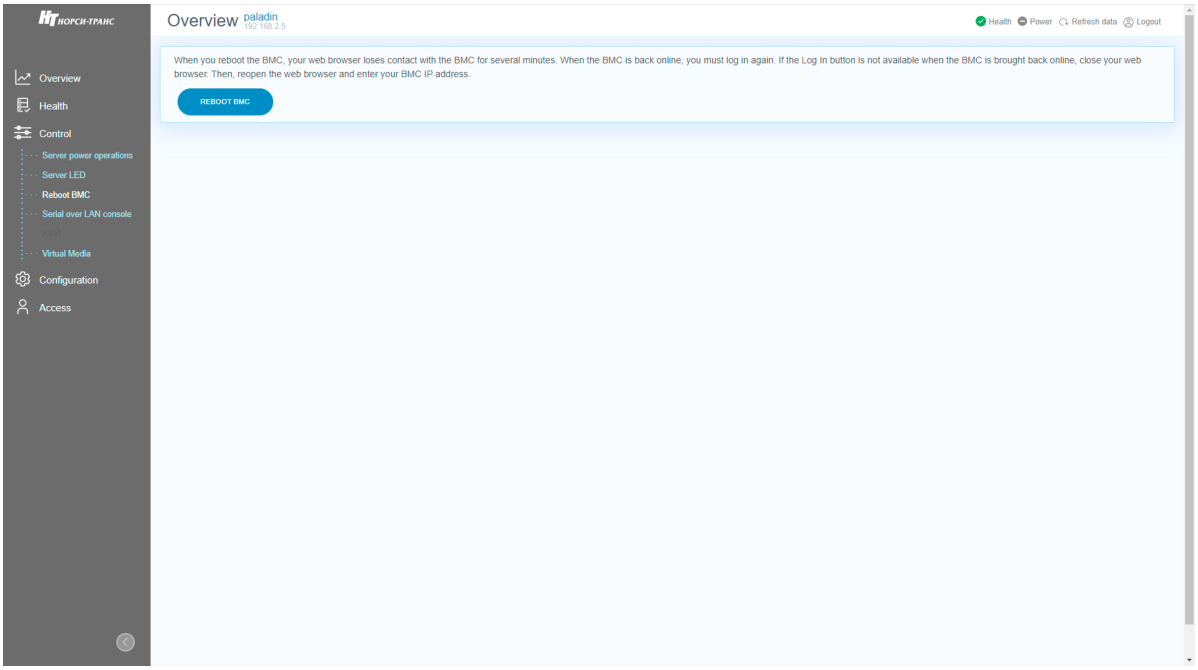

Рис. 79. Окно «Reboot BMC»
4) Пройдите во вкладку «Control» → «Reboot BMC» в данной вкладке осуществляется презагрузка BMC. Нажмите на кнопку «Reboot BMC» для перезагрузки BMC. Окно показано на рис. 79 Окно «Reboot BMC».